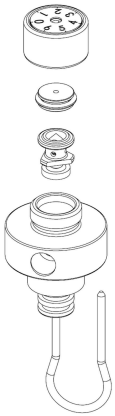

Abb. 5
- Stoßen Sie die Gabel von unten in das Luft-regulierungsgehäuse und drücken Sie die Luftdüsenscheibe und das Rückschlagventil heraus (Abb. 5).